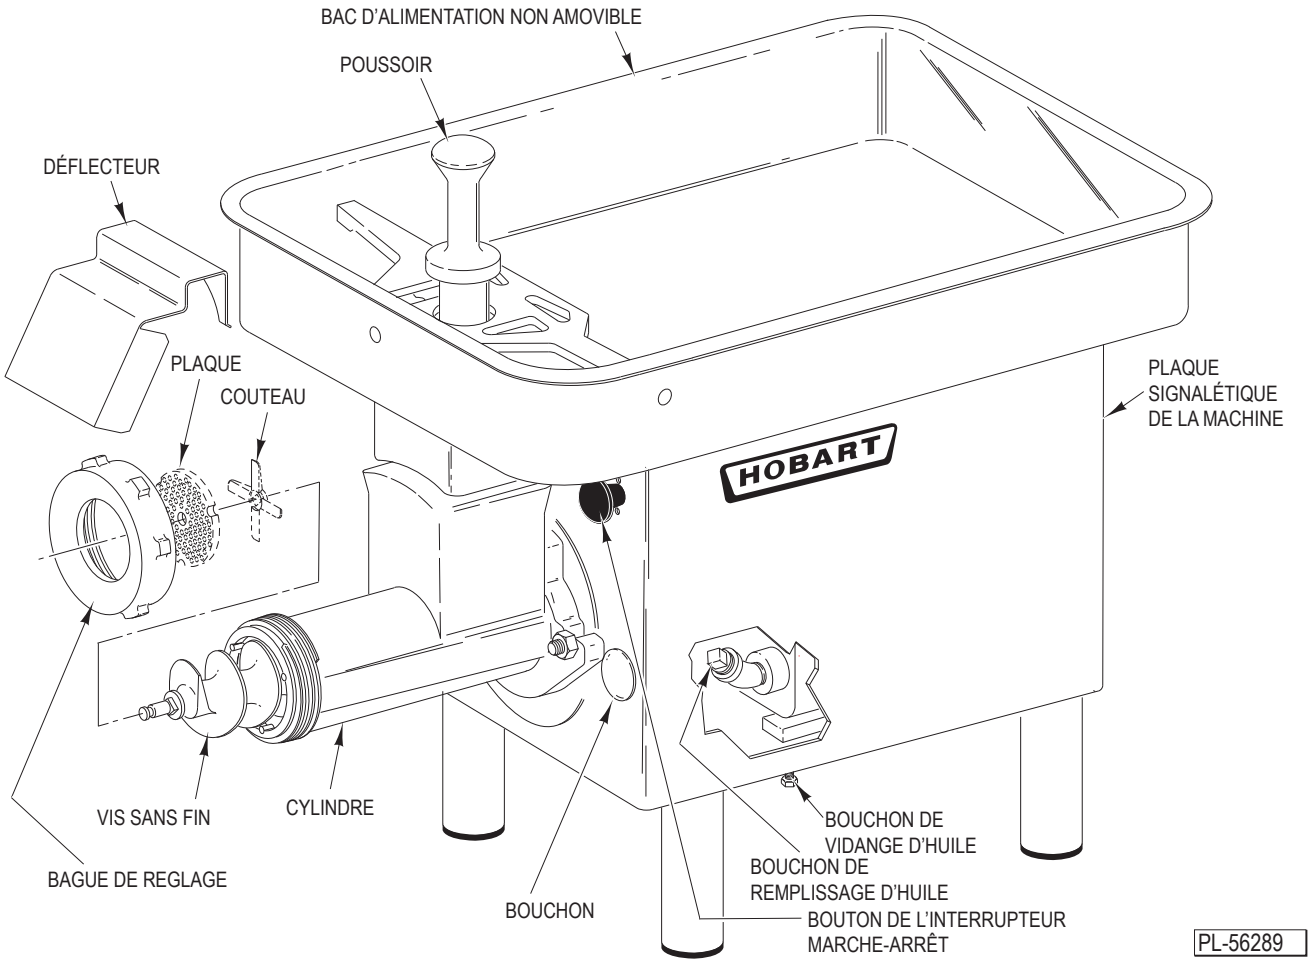
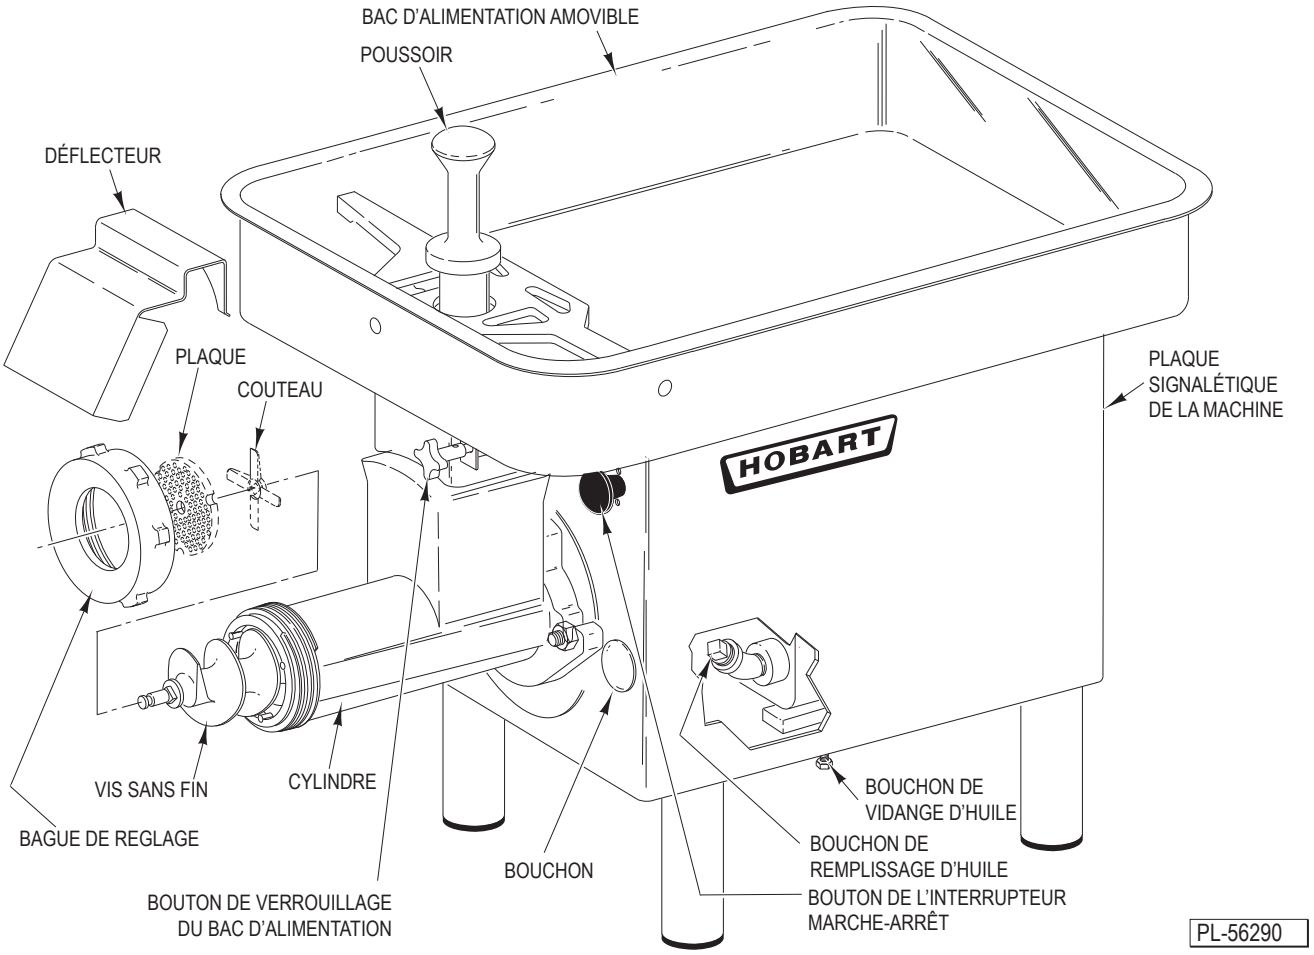
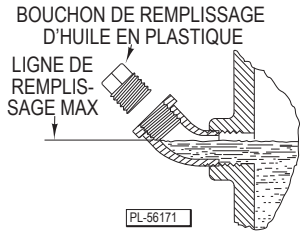

Fig. 3
Fig. 4
Fig. 6
Après le nettoyage, assemblez le cylindre du hachoir, la vis sans fin, le couteau, la plaque et la bague de réglage (et le bac d'alimentation sur le modèle 4732A) comme indiqué dans la section Nettoyage, page 7 et fig. 3 ou fig. 4. Placez le déflecteur sur la bague de réglage.
- Pour démarrer le hachoir, tirez sur le bouton de l'interrupteur marche-arrêt (fig. 3 ou fig. 4).
Rangez le poussoir comme illustré à la fig. 3 ou à la fig. 4.
Pour changer l'huile du carter d'engrenage, placez un bac de récupération approprié sous la machine et retirez le bouchon de vidange (fig. 3 ou fig. 4). Lorsque l'ancienne huile est complètement vidangée, replacez le bouchon de vidange. Remplissez le carter d'engrenage avec 21 onces liquides de Mobil Spartan EP 460 comme suit : Retirez le bouchon du carter d'engrenage (fig. 3 ou fig. 4); puis retirez le bouchon de remplissage d'huile en plastique (fig. 6). Versez la quantité appropriée de Mobil Spartan EP 460 dans le coude. Le carter d'engrenages est plein lorsque l'huile est au niveau du filetage inférieur du coude (fig. 6). Vissez le bouchon de remplissage d'huile en plastique dans le coude, en serrant à la main. Remettez le bouchon du carter d'engrenage dans le trou du boîtier du hachoir. Le hachoir ne nécessite aucun autre entretien de lubrification.